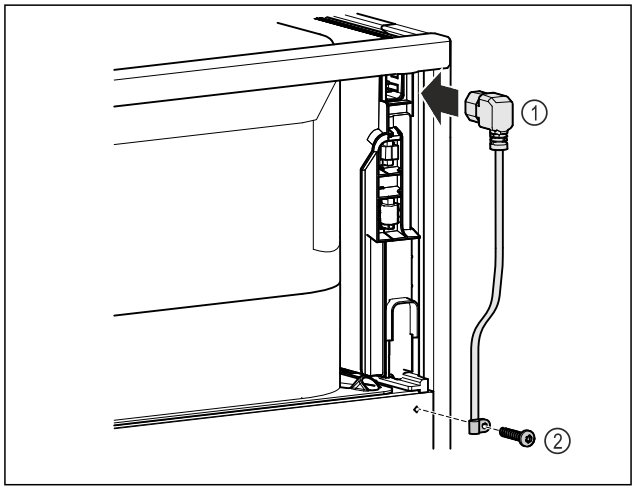

Fig. 48
▶ Netsnoer *Fig. 48 (1)* in de koudapparaatbus aan de achterkant van het apparaat steken.
▶ Trekontlasting monteren. *Fig. 48 (2)*